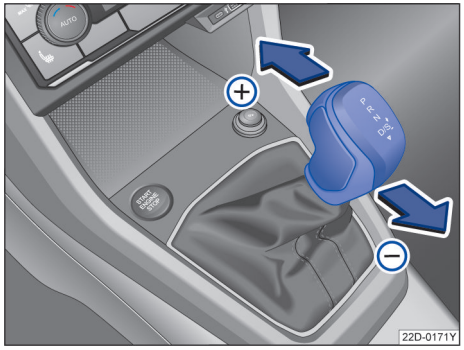

图 100 换挡杆在 Tiptronic 手动电控换挡程序位置上
– 向前 ⊕ 或向后 ⊖ 短促按压换挡杆，即可换高挡或降挡→ 图 100。